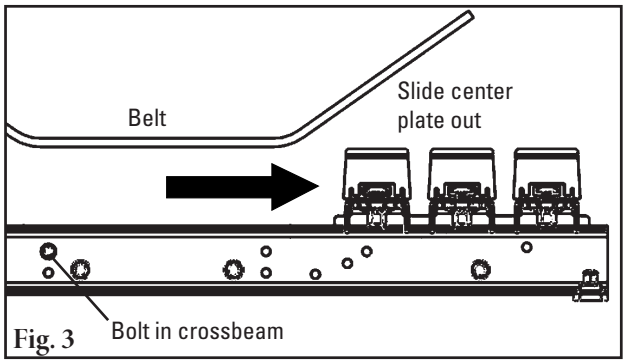

Fig. 3
3. **Drop wing arms.** If belt lifter is used, access to center bars is available. If lifter is not used, remove one side of wing assemblies and remove center plate to slide out and inspect/replace center bars (Fig. 3).